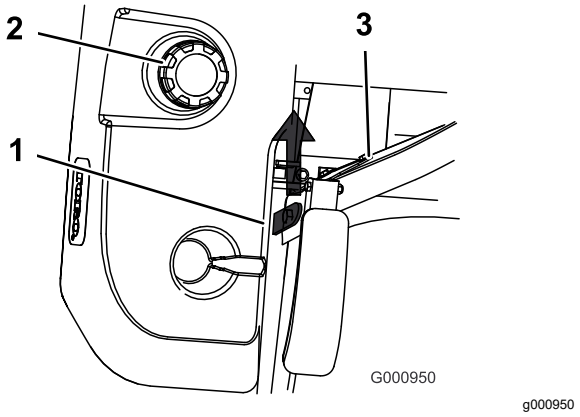

Figuur 14
3. Zet de stoel omhoog (Figuur 14).